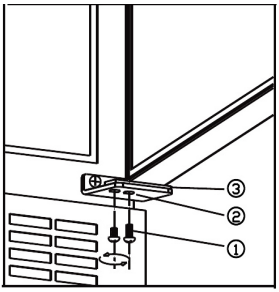

Abb. 6.1
- Die Schrauben abmontieren (1) TÜR UNTERSTÜTZEN! Siehe Abb. 6.1